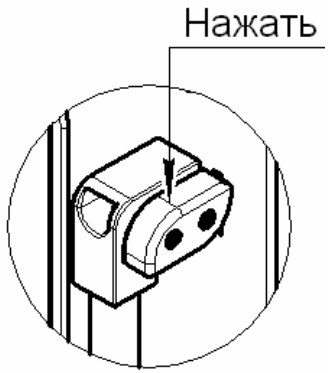

Рис.6
7.6 Когда, при достижении заданной температуры воздуха в камере сигнальные лампы погаснут, откройте дверку, нажав на кнопку (рис.6) и установите противни или